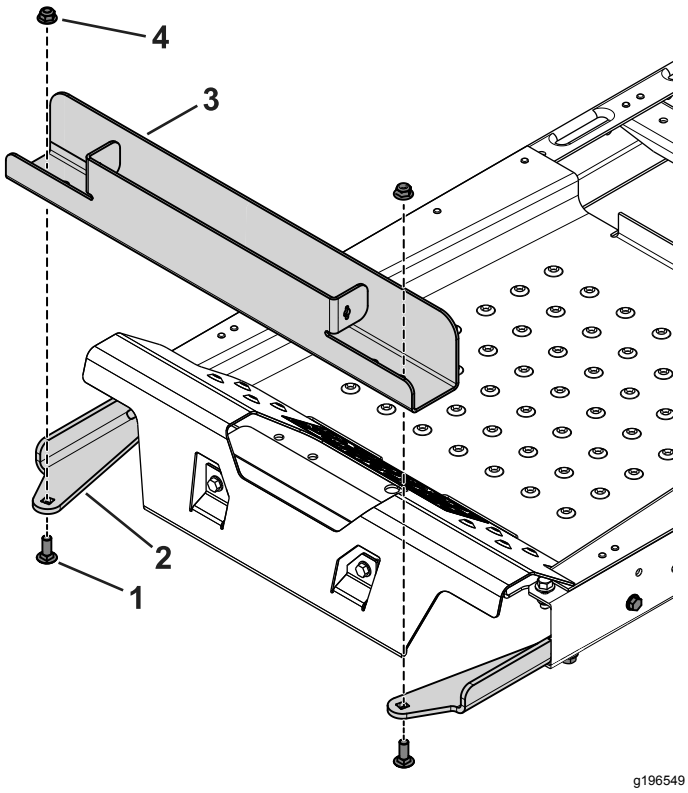

Figur 4
3. Brug de 2 bræddebolte (⅜" x 1") og flangemøtrikker til at fastgøre vægtkassen til beslagene (Figur 4).